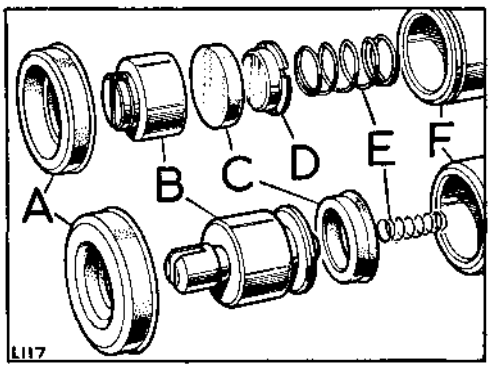

**Fig. H1-79. Wheel cylinder components, two types in use**
3. Assemble the wheel cylinder (see Fig. H1-79) ensuring that the seals are located with their flat backs against the piston.